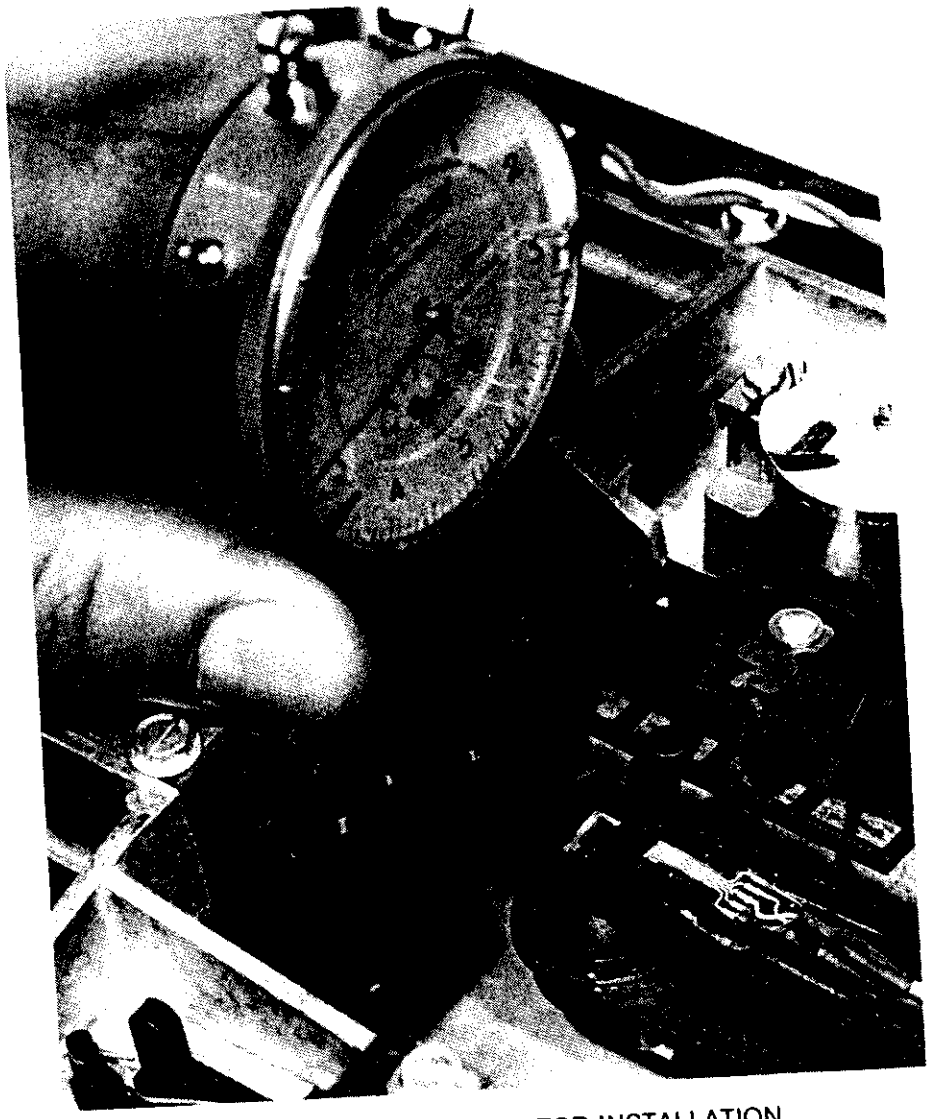

FIGURE 42. DIAL INDICATOR INSTALLATION
d. Next install the indicator block into the penetration plate until you feel the block snap into place. See Figure 42.